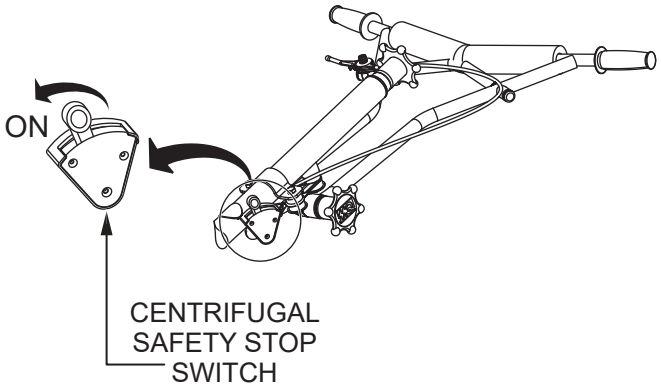

Figure 39. Centrifugal Safety Stop Switch (ON)
4. Place the centrifugal safety stop switch in the **ON** position (Figure 39).